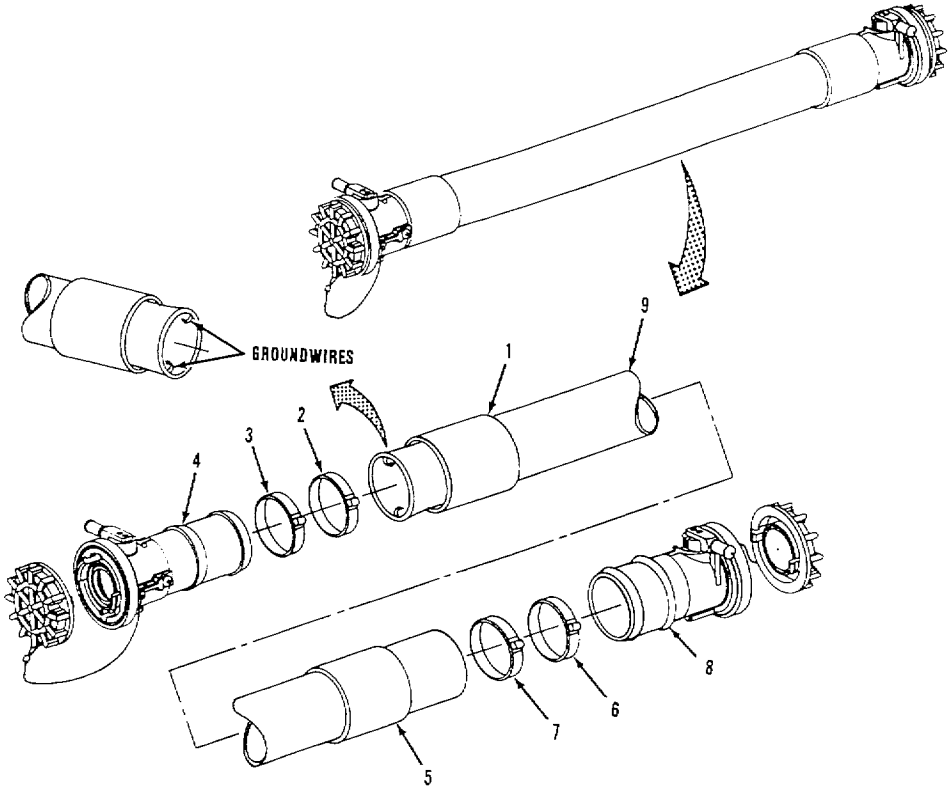

Figure 4-7. 2-Inch Fuel Hose Repair.
a. Disassembly. Refer to figure 4-7.
(1) Slide back rubber sleeve (1) from top of clamps (2 and 3).
(2) Cut clamps (2 and 3) from hose (9).
(3) Remove valved dry break coupling assembly (4) from end of hose (9).
(4) Slide back rubber sleeve (5) from top of clamps (6 and 7).
(5) Cut clamps (6 and 7) from hose (9).
(6) Remove valved dry break coupling assembly (8) from end of hose (9).
c. Inspection. Refer to figure 4-7.
(1) Inspect valved dry break coupling assemblies (4 and 8) for cracks, corrosion and damaged coupling ends.
(2) Inspect hose (9) for cuts, tears, punctures, bulges and delamination.
(3) Inspect ends of hose (9) for damaged or missing ground wires. Perform continuity test of ground wires from one end of hose to the other. Continuity must exist.
(4) Inspect ground wires at both ends of hose (9). At least 1/2 inch of wire must be exposed. If required, trim back hose material to obtain correct wire length.
(1) Replace damaged components and all mandatory replacement parts.
(2) Repair valved dry break coupling assemblies (para 4-18).
e. Assembly. Refer to figure 4-7.
(1) Slide sleeve (5) onto hose (9) and position it about 12 inches back from end of hose.
(2) Fold ends of grounding wires into hose (9).